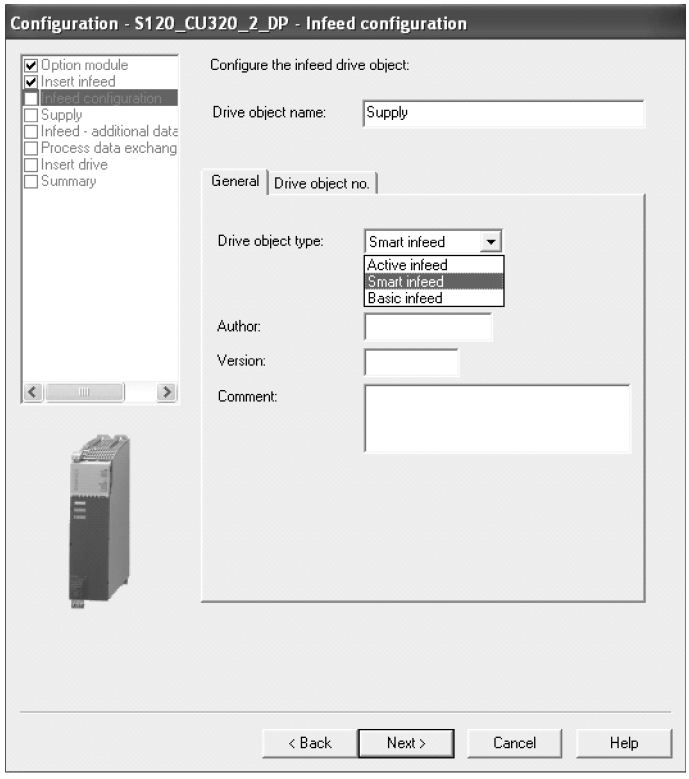

图 7-14　选择整流装置类型
1) 选择整流装置类型为“Smart infeed”,并进行命名,然后单击“Next”,如图 7-14 所示。